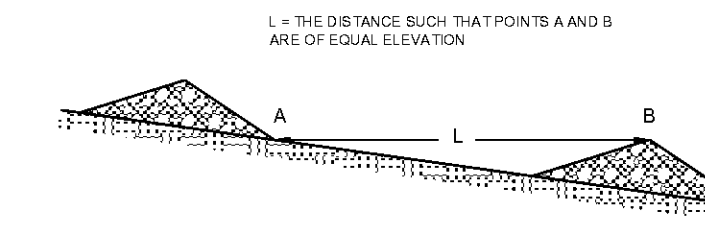

FIGURE 6.83A SPACE CHECK DAMS IN A CHANNEL SO THAT THE CREST OF DOWNSTREAM DAM IS AT ELEVATION OF THE TOE OF UPSTREAM DAM
- ENSURE THAT THE MAXIMUM SPACING BETWEEN DAMS PLACES THE TOES OF THE UPSTREAM DAM AT THE SAME ELEVATION AS THE TOP OF THE DOWNSTREAM DAM (FIGURE 6.83A)